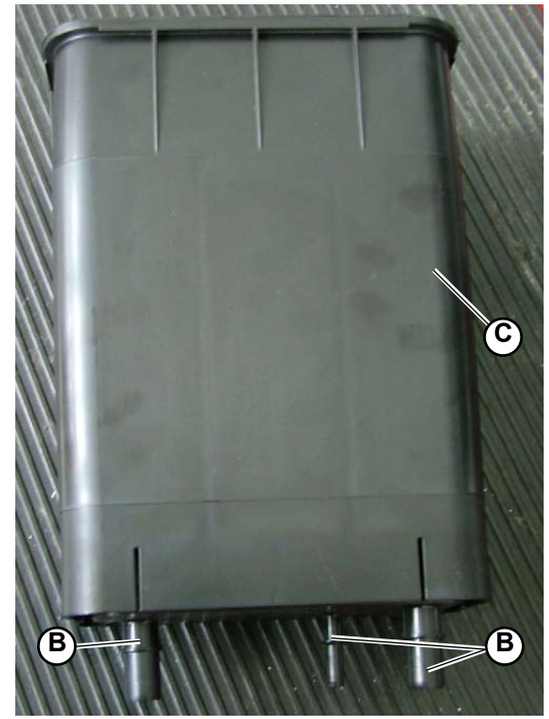

Fig.2
1. Disconnect the three pipes (**B-Fig.2**) connected to the canister.
2. Remove the canister (**C-Fig.2**).